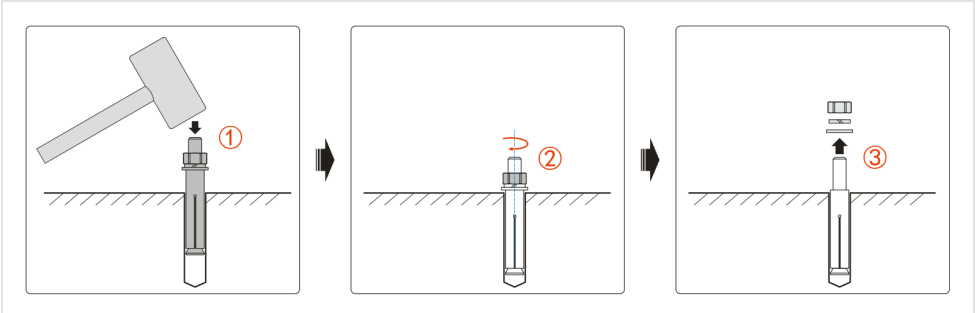

FIGURA 3-9 Montaggio di un tassello a espansione — foratura, inserimento della camicia, montaggio del bullone
3. Montate i tasselli a espansione (Figura 3-9). La camicia del tassello deve stare completamente nel foro, non sopra il pavimento. I bulloni dei tasselli devono sporgere 30–50 mm dal pavimento.
3. Montate i tasselli a espansione come per l'armadio (Figura 3-9): camicie a filo del pavimento, bulloni 30–50 mm sopra di esso.